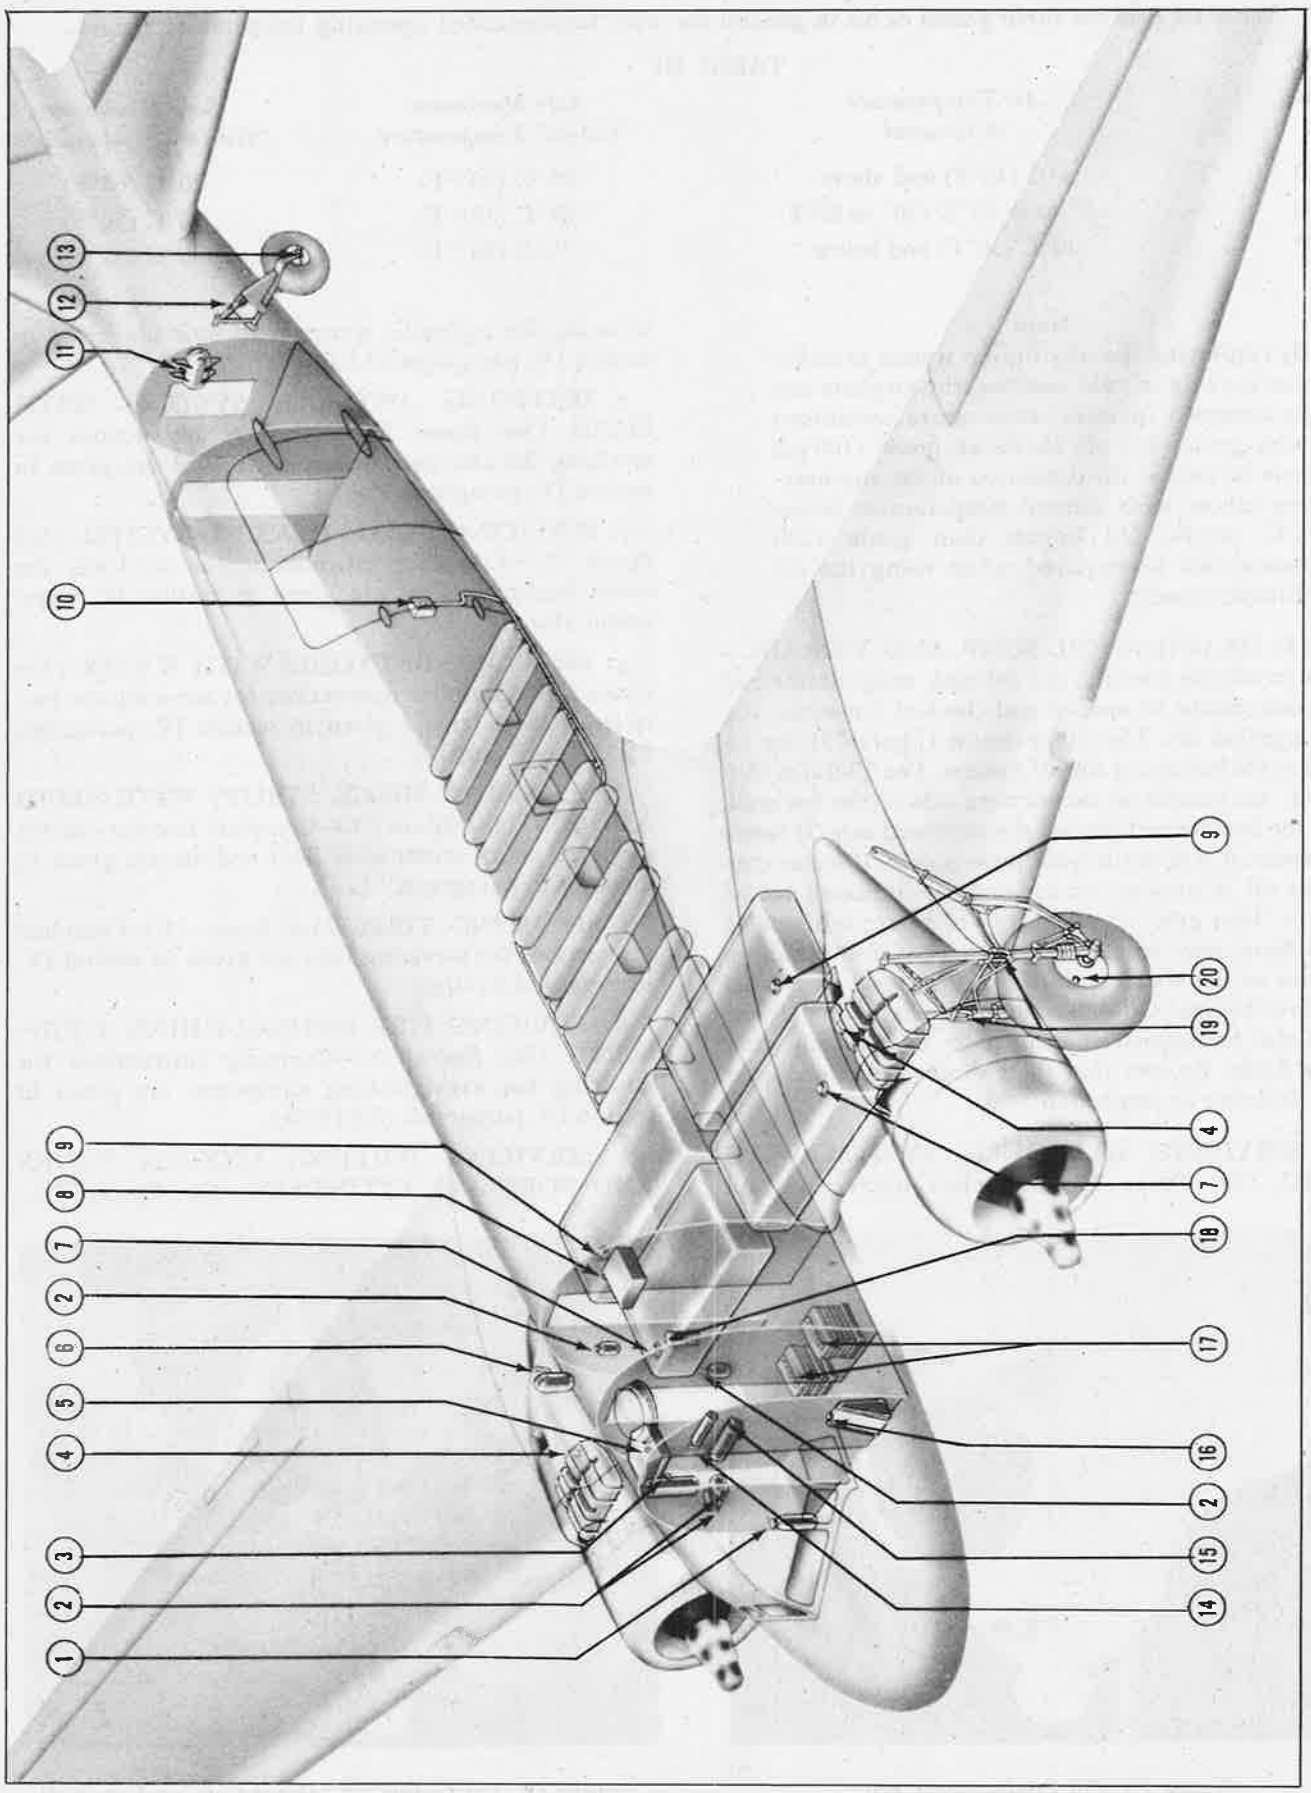

Figure 75—Replenishment Chart
d. SERVICING HYDRAULIC SYSTEM WITH FLUID. *(See figure 75.)*—Complete instructions for servicing the hydraulic system with fluid are given in section IV, paragraph 13.*b.*(1)*(a).*
e. SERVICING ANTI-ICER SYSTEMS WITH FLUID. *(See figure 75.)*—Complete instructions for servicing the anti-icer systems with fluid are given in section IV, paragraph 19.
f. SERVICING STEAM HEATING SYSTEM. *(See figure 75.)*—Complete instructions for servicing the steam heating system are given in section IV, paragraph 18.*a.*
g. SERVICING BATTERIES WITH WATER. *(See figure 75.)*—Complete instructions for servicing the batteries with water are given in section IV, paragraph 14.*b.*(3)*(b)3.* and *4.*
h. SERVICING SHOCK STRUTS WITH FLUID AND AIR. *(See figure 75.)*—Complete instructions for servicing shock struts with fluid and air are given in section IV, paragraph 13.*c.*(4).
i. SERVICING TIRES. *(See figure 75.)*—Complete instructions for servicing tires are given in section IV, paragraph 4.*b.*(7)*(a).*
j. SERVICING FIRE EXTINGUISHING EQUIPMENT. *(See figure 75.)*—Complete instructions for servicing fire extinguishing equipment are given in section IV, paragraph 17.*b.*(3)*(b).*
k. SERVICING (FILLING) OXYGEN TANKS AND PORTABLE CYLINDERS. *(See figure 75.)*—
KEY TO FIGURE 75